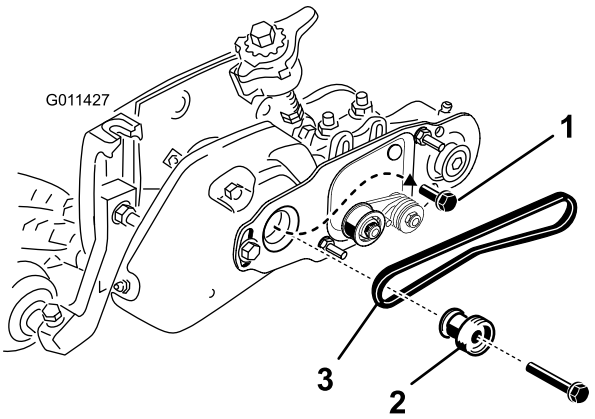

Figuur 31
42. Verwijder de bout waarmee de groomer-poelie aan de aandrijfas is bevestigd (Figuur 31).
43. Steek de aandrijfpoelie van de borstel in de aandrijfpoelie van de groomer en op de aandrijfas (Figuur 31). Zorg dat de lipjes van de poelie in de sleuf in de aandrijfas zitten.
44. Smeer Loctite op de schroefdraden van de 3/8 x 2 inch flenskopbout. Bevestig de aandrijfpoelie op de as met de flenskopbout (Figuur 31). Draai de bout vast met een torsie van 46–54 N·m).